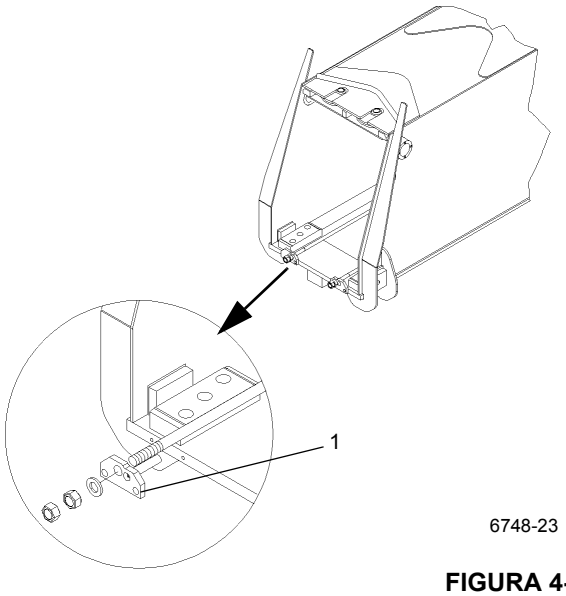

FIGURA 4-19
4. En la parte delantera inferior de la sección central interior, saque los pernos que fijan las placas de anclaje (Figura 4-19, 1) del cable de retracción de la sección de extremo. Retire las contratuercas de cables y retire las placas de anclaje de los cables.